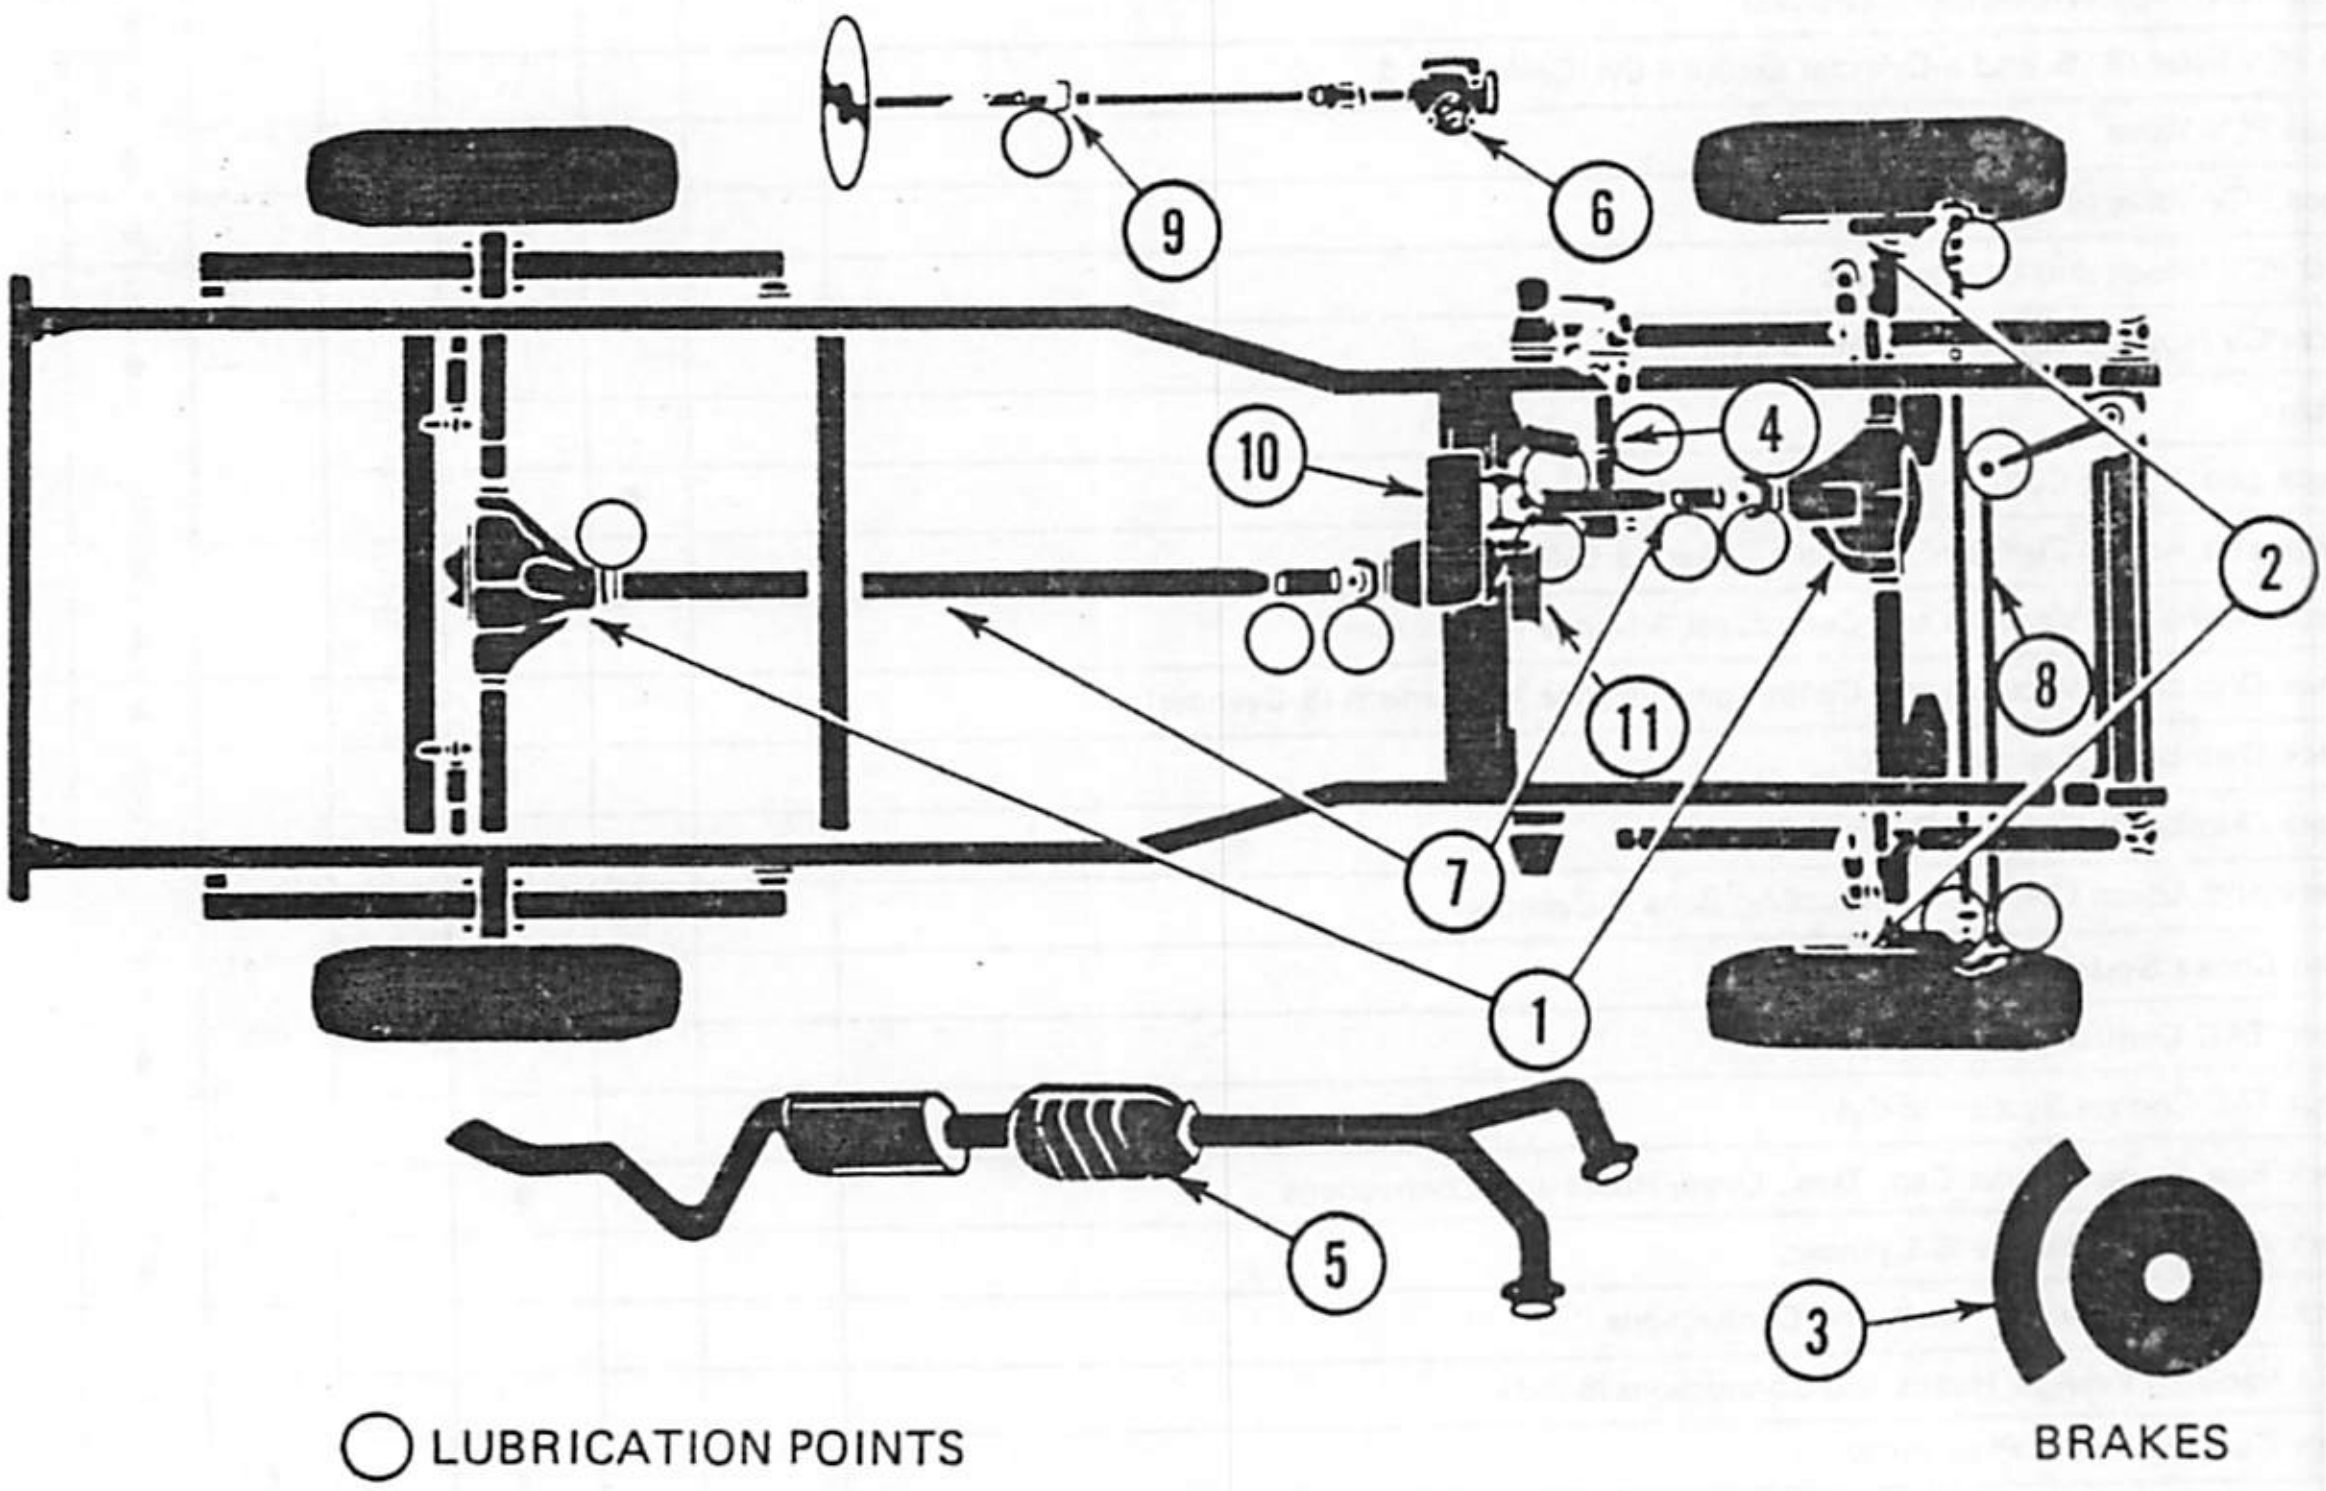

Fig. B-4 Chassis Illustration
(1) Disconnect battery negative cable and then positive cable.
(2) Clean cables and terminal posts with a wire-brush terminal cleaner.
(3) Check battery fluid level and replenish, if necessary (fig. B-4).
(4) Remove battery holddown and clean battery case and battery tray, if necessary, with a solution of baking soda and water; then rinse thoroughly.
(5) Position battery in tray and fasten holddown. Do not overtighten.
(6) Attach positive cable and then the negative cable.
(7) Apply a small amount of grease or protective coating to cable ends to minimize corrosion.